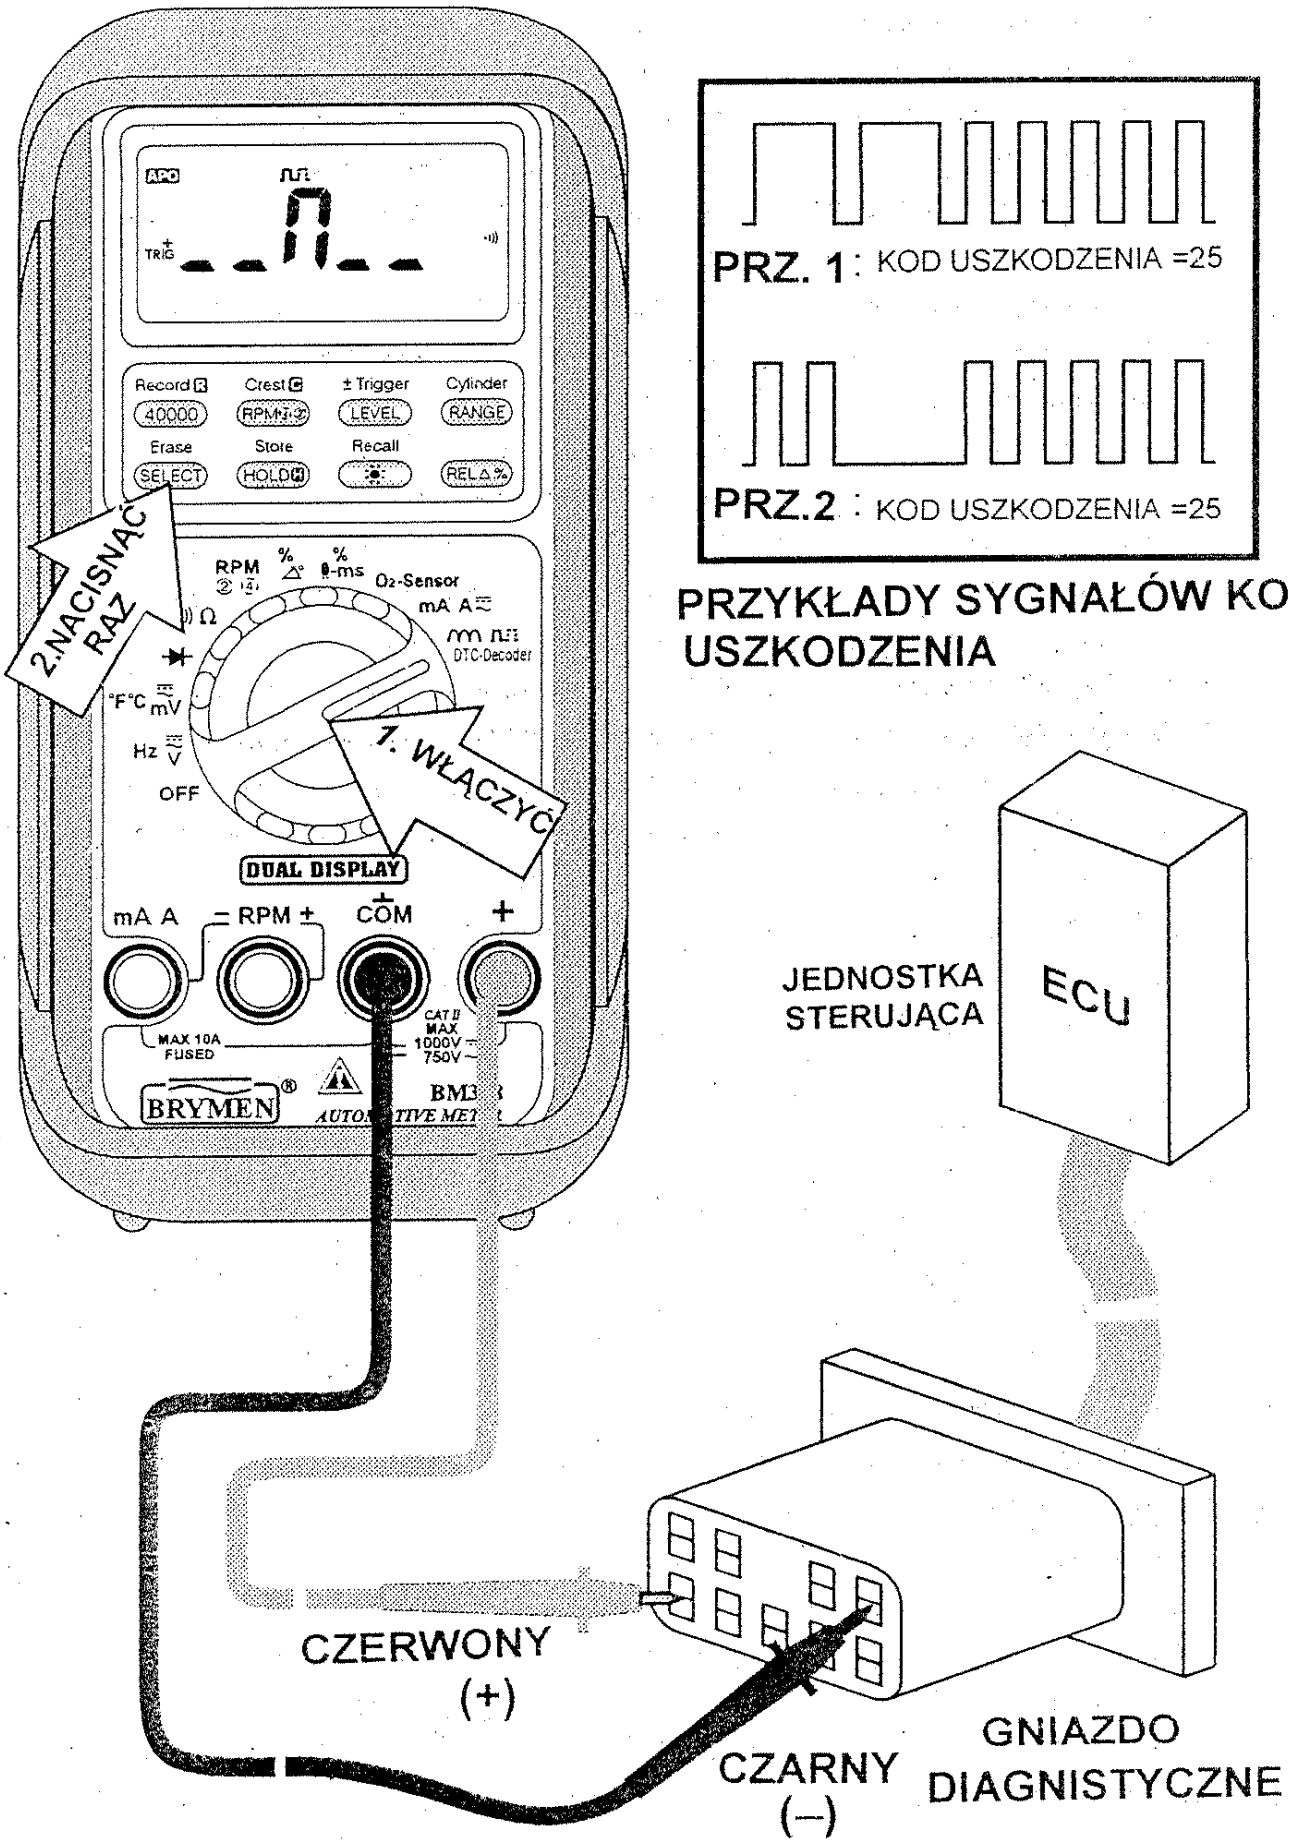

Rys. 14 Odczyt kodu uszkodzenia
6) Umieścić czerwony (+) przewód pomiarowy w gnieździe + przyrządu a czarny przewód (−) w gnieździe **COM** zgodnie z rys. 14.